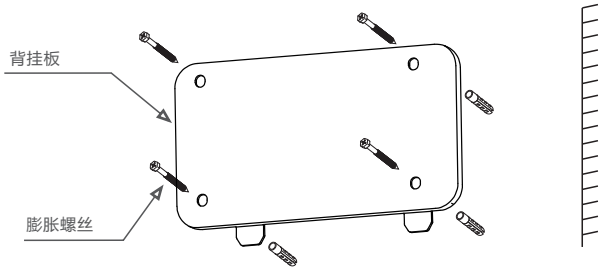
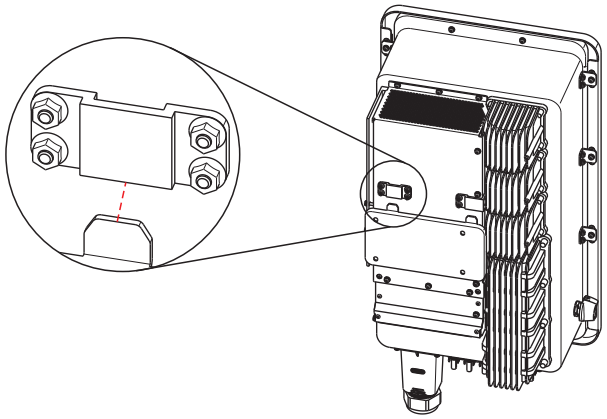

图5.4 安装背挂板
图5.5 安装逆变器
参考图 5.4 以及图 5.5 来安装逆变器。逆变器必须垂直安装。安装步骤如下:
2.确保支架是水平的，安装孔（如图5.4）是正确标记的。通过标记处钻入墙。